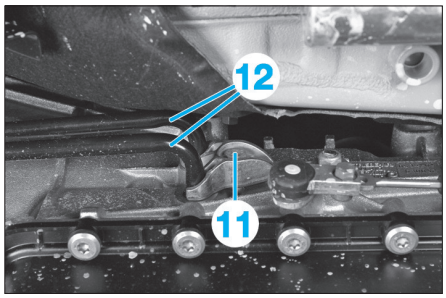

Fig. 11
• Déposer la vis (11) puis débrancher les conduites hydrauliques (12) en direction du radiateur d'huile de la boîte de vitesses **(Fig.11)**.
- Remplacer les bagues d'étanchéité des conduites hydrauliques (12) **(Fig.11)**.